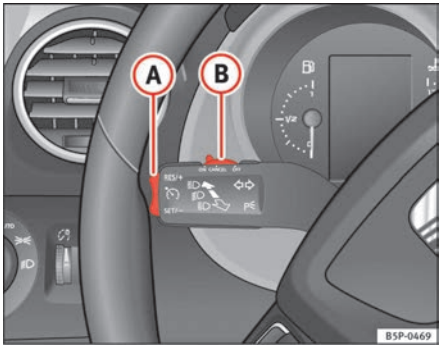

Fig. 152 Indicator and main beam headlight lever: switch and rocker switch for the cruise control
- when the lever (B) is moved to the position “CANCEL” without reaching the “OFF” position. Once the “CANCEL” operation is completed, the lever is released and returns to its initial position.
To resume the cruise control, release the brake or clutch pedal or reduce the vehicle speed to less than 180 km/h and press once on the upper part of the rocker switch **RES/+** ⇒ page 181, fig. 152 (A).